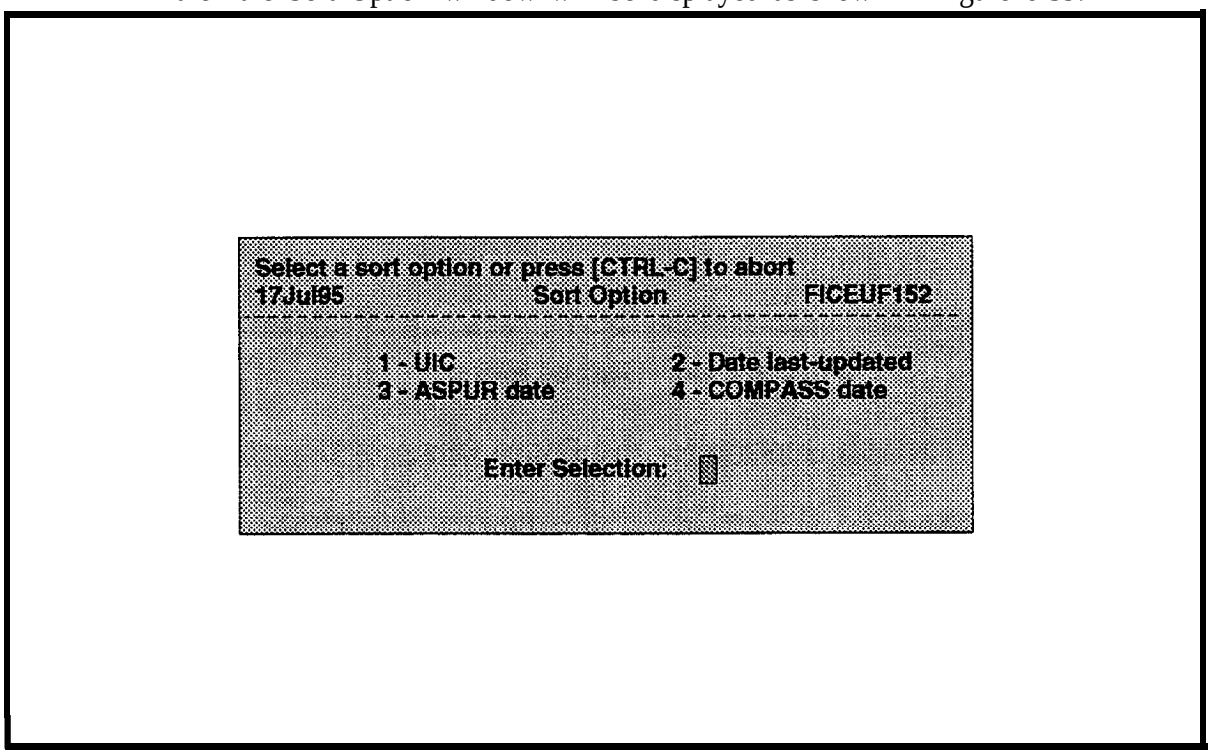

Figure 6-39. Sort Option Window for tracking Reports
(3) To deselect a previously selected UIC, use the cursor control keys to highlight the UIC and press the **SPACEBAR** to remove the X in the **Select** field. The deselected UIC will no longer be included in your Tracking Report.
(4) Press **ESC** to accept your selection(s). A **Running** message will be displayed and then the Sort Option window will be displayed as shown in Figure 6-39.